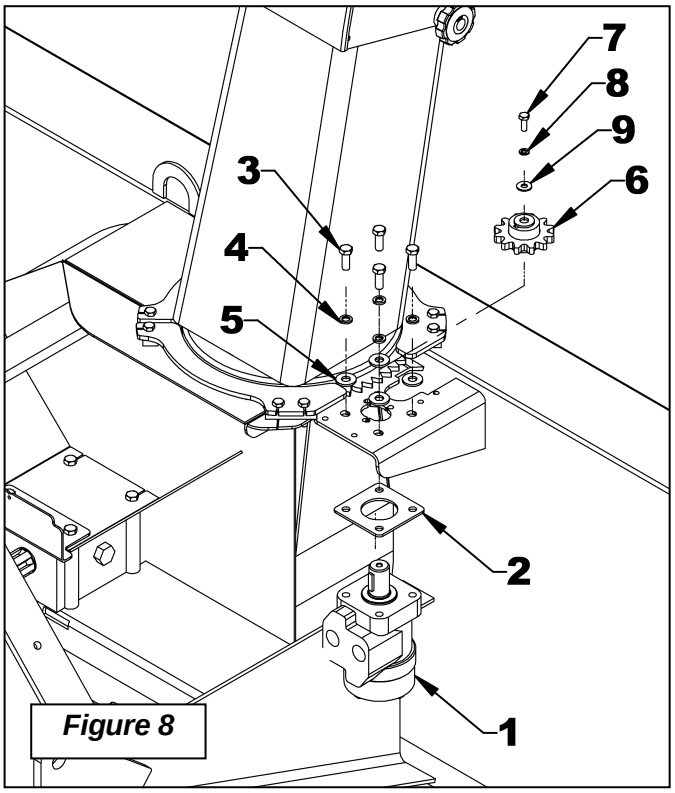

Figure 8
(Figures 8 to 12)
2. **Figure 8:** Place the motor spacer (item 2) on the motor top (item 1) by aligning the holes. Install the motor (item 1) under the frame base of the snowblower and secure with four 3/8''NC x 1'' bolts (item 3), four 3/8" lockwashers (item 4) and four 3/8" (7/16" hole) flat washers (item 5). Torque slightly.
3. **Figure 8:** Make sure the Woodruf key is on the motor shaft and insert the motor gear (item 6) on the shaft. Secure with a 1/4''NC x 3/4" bolt (item 7), a 1/4" lockwasher (item 8) and a 1/4" (5/16" hole) flat washer (item 9).